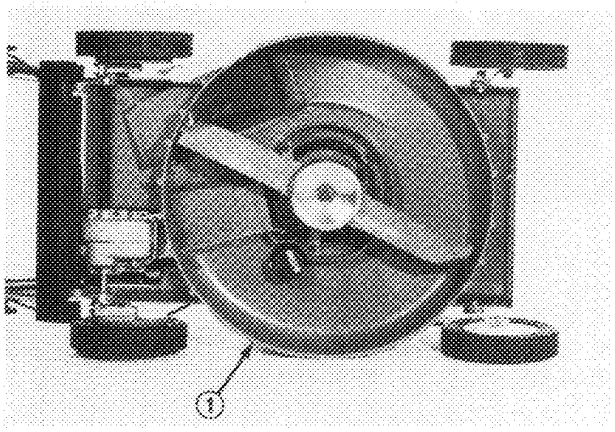

Figure 29
3. Tip mower on its left side (Fig. 29), which is its spark plug side. Avoid rotating the blade when mower is tipped because starting problems may result.